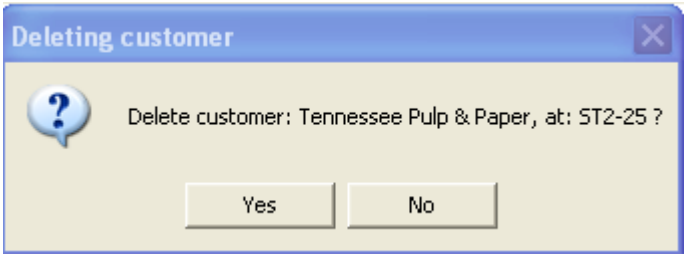

Figure 6-24
2. Click on "Edit" on the ProTrak toolbar. Select "Delete an online customer". The window shown in Figure 6-24 will appear.